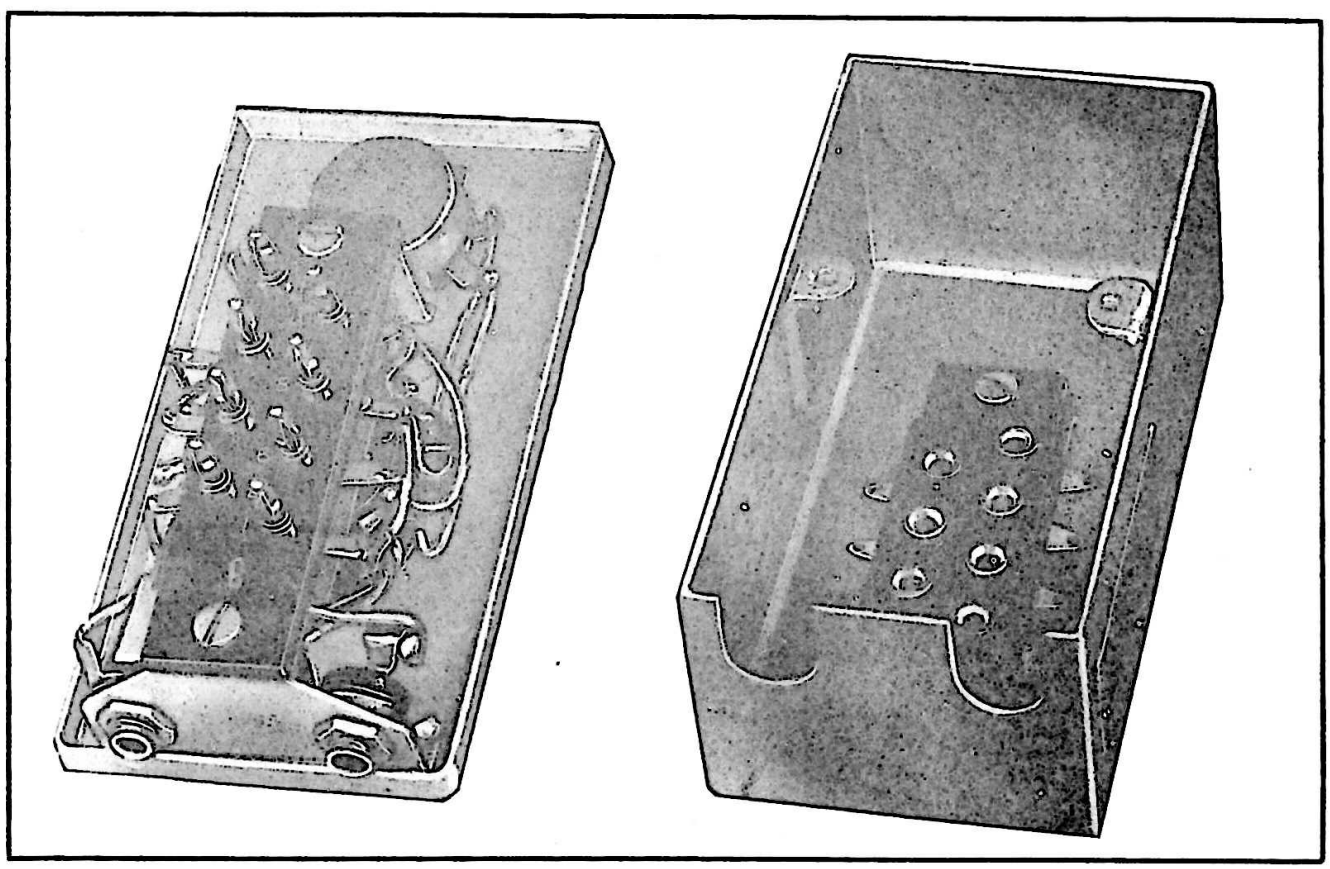

Figure 6-2. Jack Box BC-213-B—Interior View
b. Jack Box BC-213-A and B.—Jack Box BC-213-A or BC-213-B consists of a four-position rotary switch, a variable resistor, a phone jack, a microphone jack, and plug and jack terminal strips, all housed in an aluminum box. (See fig. 6-2.) The approximate size is 5½" x 2-⅞" x 3" and the weight approximately 1 lb. The switch positions are marked "R-1", "R-2", "INT" and "I-R".